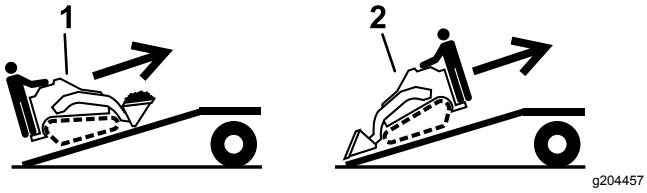

Figur 19
5. Lasta maskinen på släpet med den tyngre änden upp mot rampen och håll lasten nära marken (Figur 19).